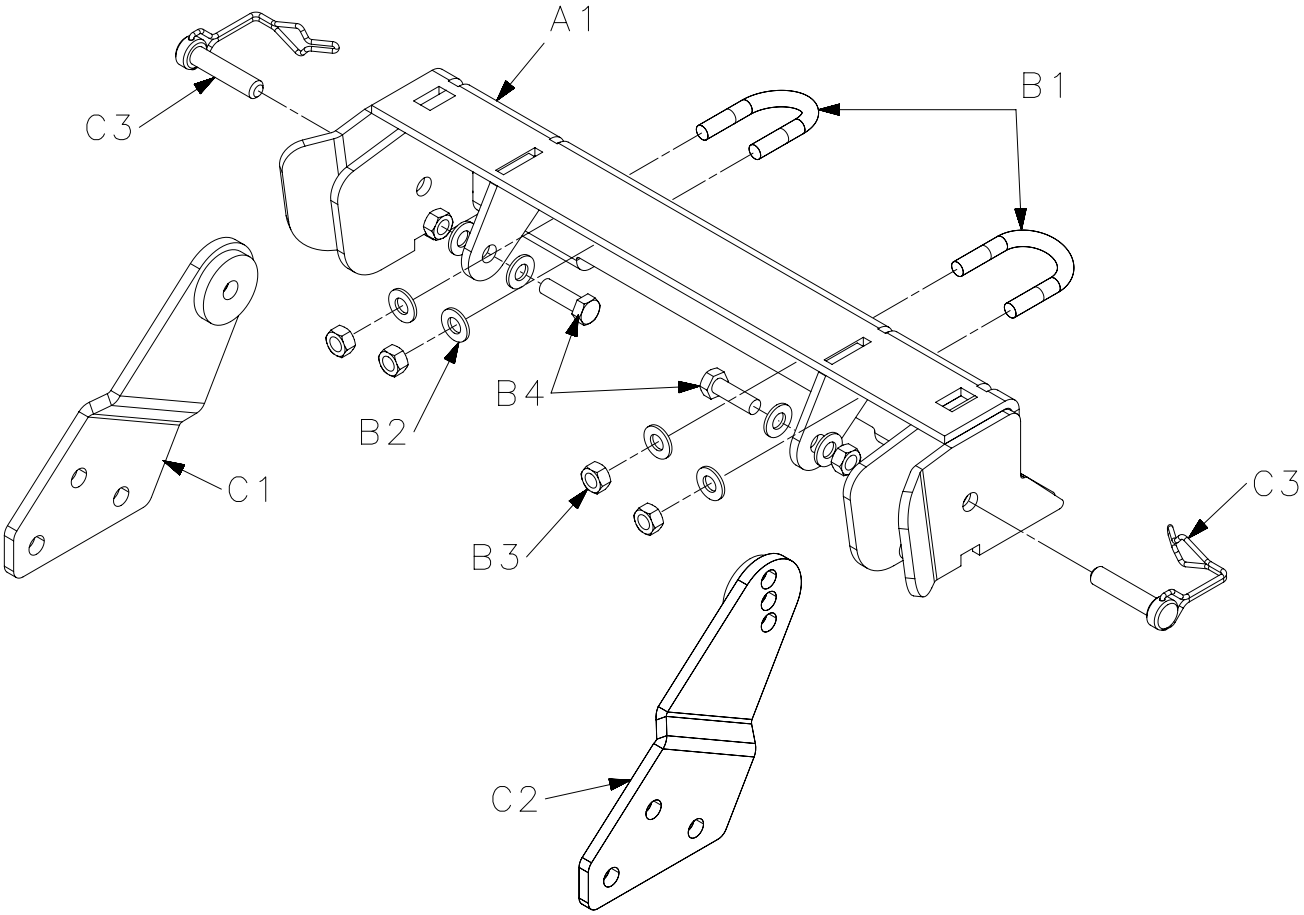
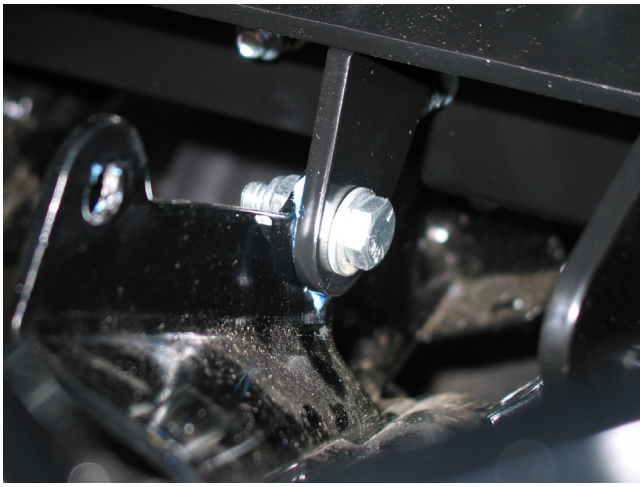

Figure 1
Figure 3
2. Use the 5/16 x 1” capscrews to secure the plow mount inner mounting tabs to the vehicle, as shown in Figure 3. Loosely secure the bolts using 5/16 flat washers and lock nuts. Refer to Figure 1.